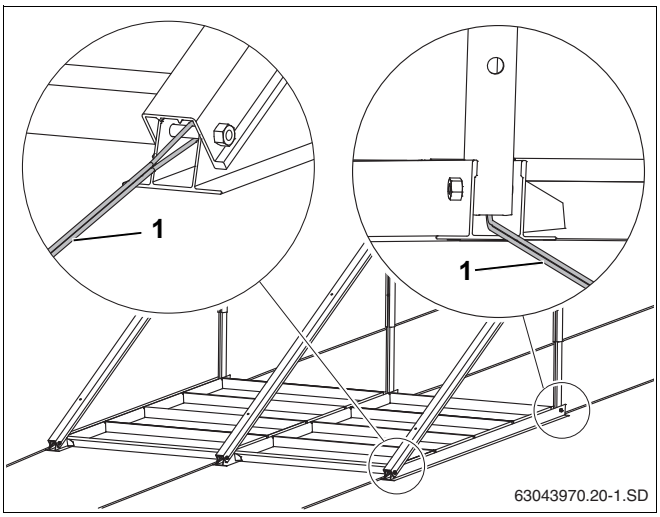

Рис. 28 Подставки с тросовым креплением
- Каждый коллектор крепится заказчиком минимум 2 стальными тросами (рис. 28, **поз. 1**) к болту нижнего профиля и в подходящем месте на крыше.